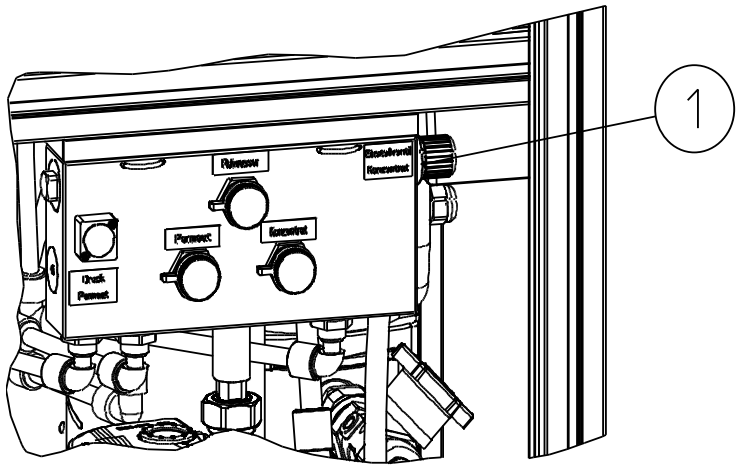

Fig. F-4: Nåleventil koncentrat
Indstil koncentratgennemstrømningen på nåleventil koncentrat (se fig. F-4, pos. 1).